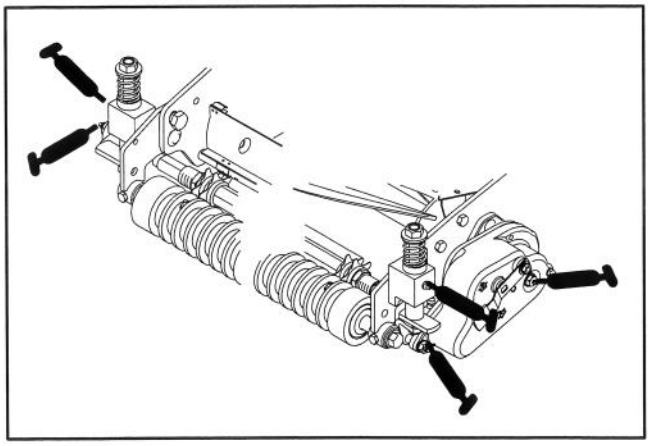

Figure 15
If groomer is used every day, lubricate the (5) grease fittings weekly. Use a hand pump or grease gun (2 or 3 pumps maximum) (Fig. 15). Do not over grease as excess grease may cause seal failure.